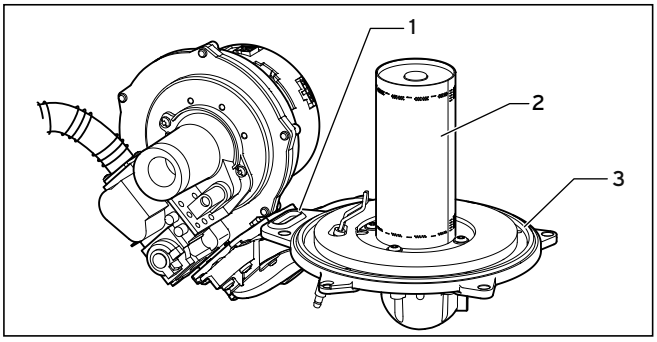

Fig. 8.5 Checking the burner
- Renew the seals (**1**) and (**3**) in the burner door (see Fig. 8.5).